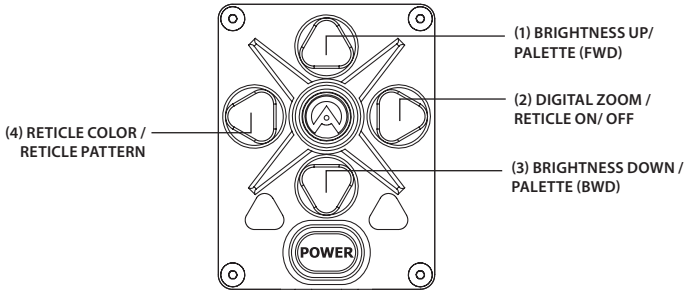

FIGURE 3-34. SETTING BUTTONS
10. Using the buttons on the control panel (Figure 3-34), configure the Apollo PRO to adapt it to your situation.